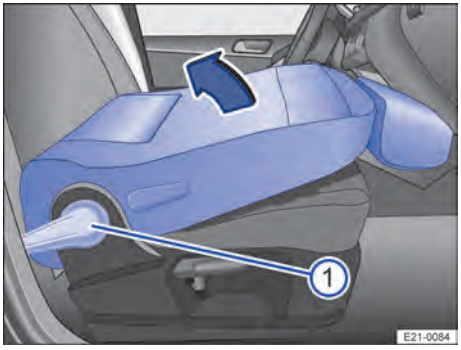

Bilde 62 Passasjersetet foran: Slå opp seteryggen.
hendelen → Bilde 62 ① slik at seteryggen låses opp igjen.
3. Slå seteryggen på passasjersetet foran opp i oppreist stilling i pilretningen → Bilde 62.